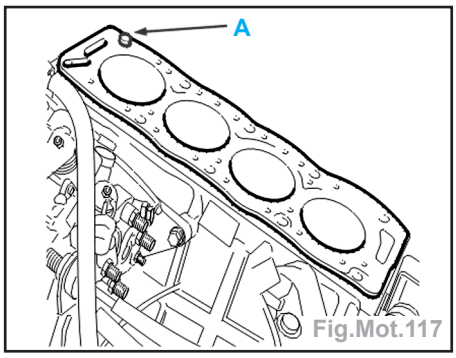

Fig.Mot.117
- Vérifier la présence de la goupille (en A) (Fig.Mot.117).